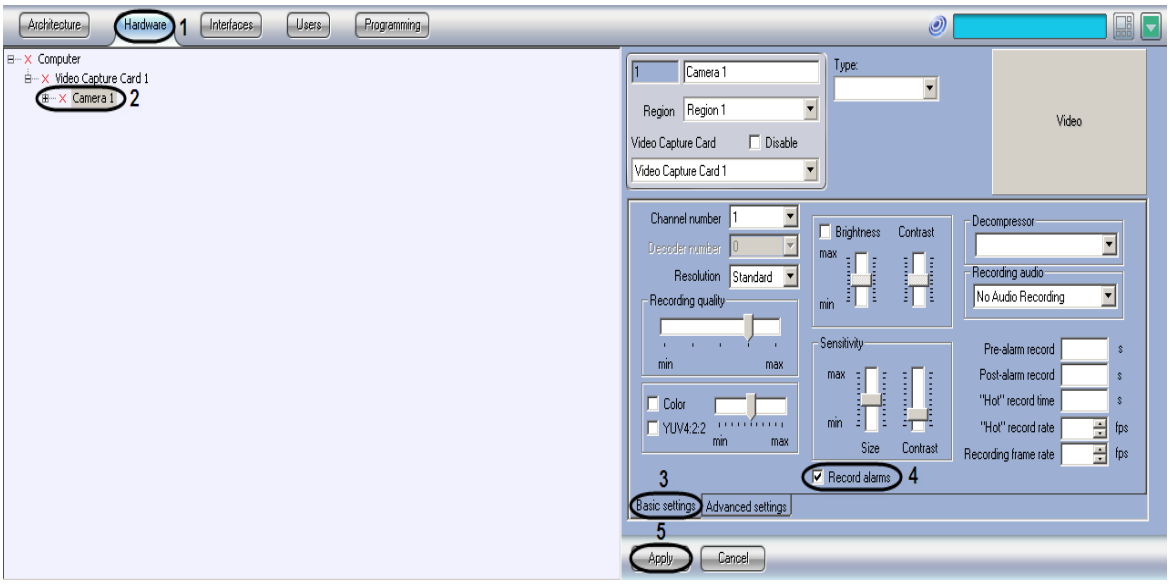

Figure 8.4-33 Disabling automatic recording upon alarm event registration
1. Go to the "Hardware" tab in the "System settings" dialog box (Figure 8.4-33, 1).
2. Select the "Camera" object corresponding to the required camera in the objects tree (Figure 8.4-33, 2). The settings panel for the selected object is displayed on the right of the "Hardware" tab.
3. Go to the "Basic settings" tab on the settings panel of the "Camera" object (Figure 8.4-33, 3).
4. Set the “Record alarms” checkbox unchecked (Figure 8.4-33, 4).
5. Click the “Apply” button (Figure 8.4-33, 5).